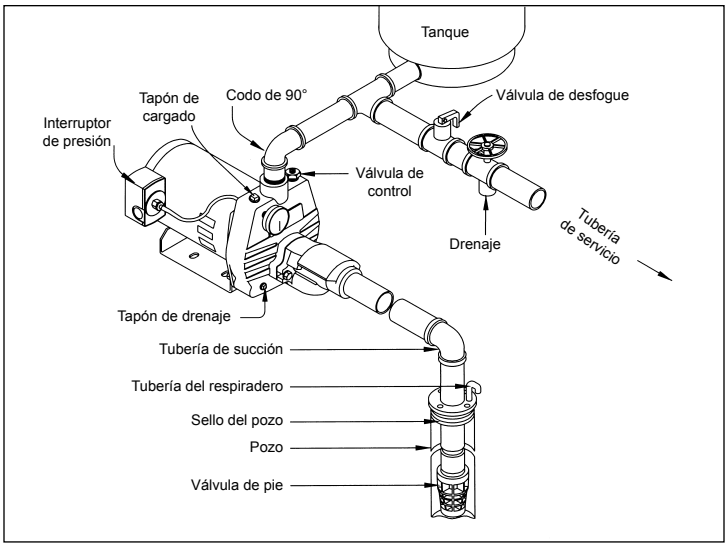

Fig. 3a - POZO POCO PROFUNDO (CON VÁLVULA DE PIE)
d) **Línea de Servicio:** la línea de servicio debe conectarse como se muestra en la Fig. 3a, b, c ó d. El diámetro de la línea de servicio está totalmente determinado por la cantidad de agua que se necesita y la longitud de la tubería. La tubería elegida debe tener el diámetro suficiente para que las pérdidas por la fricción (determinadas en la Tabla 3, Tabla de Pérdidas por Fricción) nunca excedan 20 pies (6 metros) de presión.